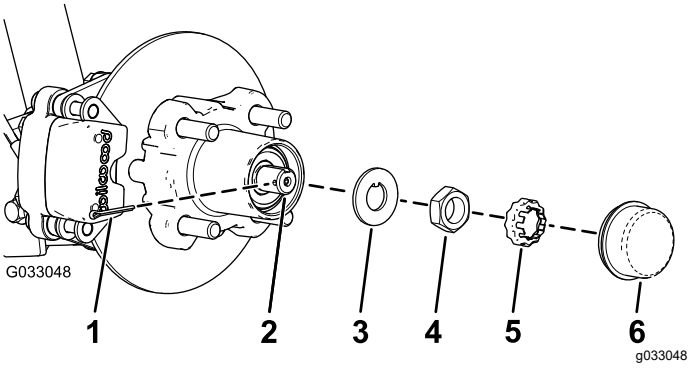
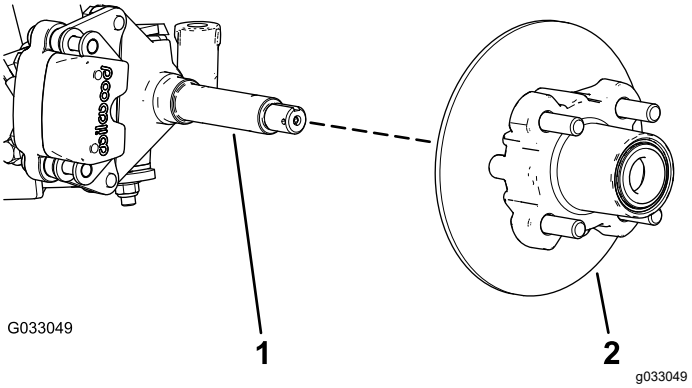

Figur 27
Figur 28
4. Fjern støvhætten fra navet (Figur 27).
5. Fjern låseclips og møtrikholder fra spindlen og spindelmøtrikken (Figur 27).
6. Fjern spindelmøtrikken fra spindlen og adskil nav- og rotorsamlingen fra spindlen (Figur 27 og Figur 28).